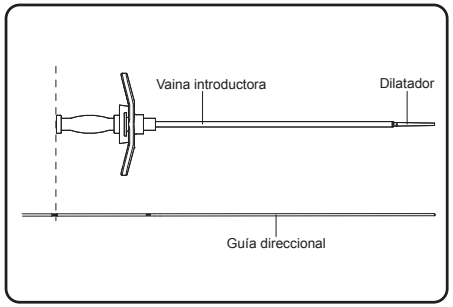

Figura 10. Alinee el conector de la vaina dilatadora con la marca adecuada en la guía direccional
5. Mantenga la guía direccional en su lugar en la incisión. Ponga el dilatador y la vaina introductora sobre la guía direccional y hágalos avanzar entrando en el agujero. El tercer marcador de profundidad más proximal de la guía direccional debe estar alineado con la parte superior del dilatador (**Figura 10**). Si está disponible, confirme mediante radioscopia que los marcadores radiopacos de la vaina introductora están entre la mitad y 2/3 de la distancia de la placa sacra.